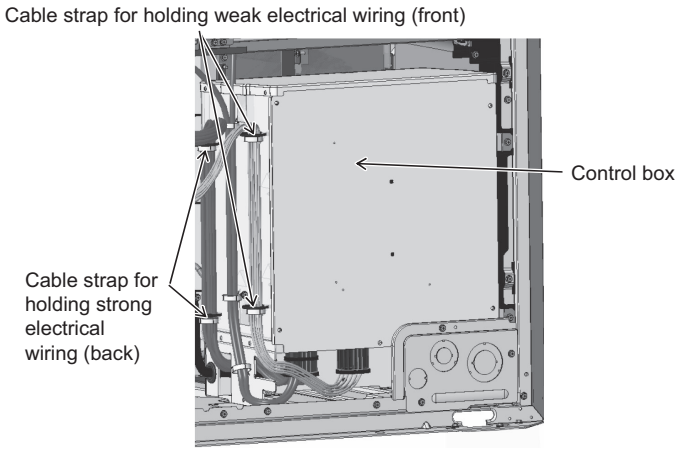

Figure 4
(7) Remove the two cable straps holding the weak electrical wiring and the two cable straps holding the strong electrical wiring from the control box. (See Figure 4.)